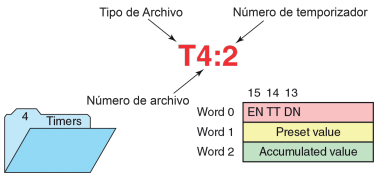

Figura 2-1. Mapa conceptual de un archivo de temporizador.
2.- En la figura 2-1 se muestra un ejemplo de una dirección para un temporizador, en la cual sus registros y elementos se describen de la siguiente manera:
Normalmente, el temporizador se puede encontrar en un PLC como un archivo del tipo $T4_2$. Y está compuesto de 3 "palabras" (Words) de 16 bits cada una (figura 2-1) (Petruzella, 2011).
Para cada temporizador corresponde ciertos elementos de control, a los cuales se les conoce como **registros.** Estos se localizan en la primera palabra, de las tres que éste tiene (figura 2-1), también se le denomina como **palabra de control** (Petruzella, 2011).